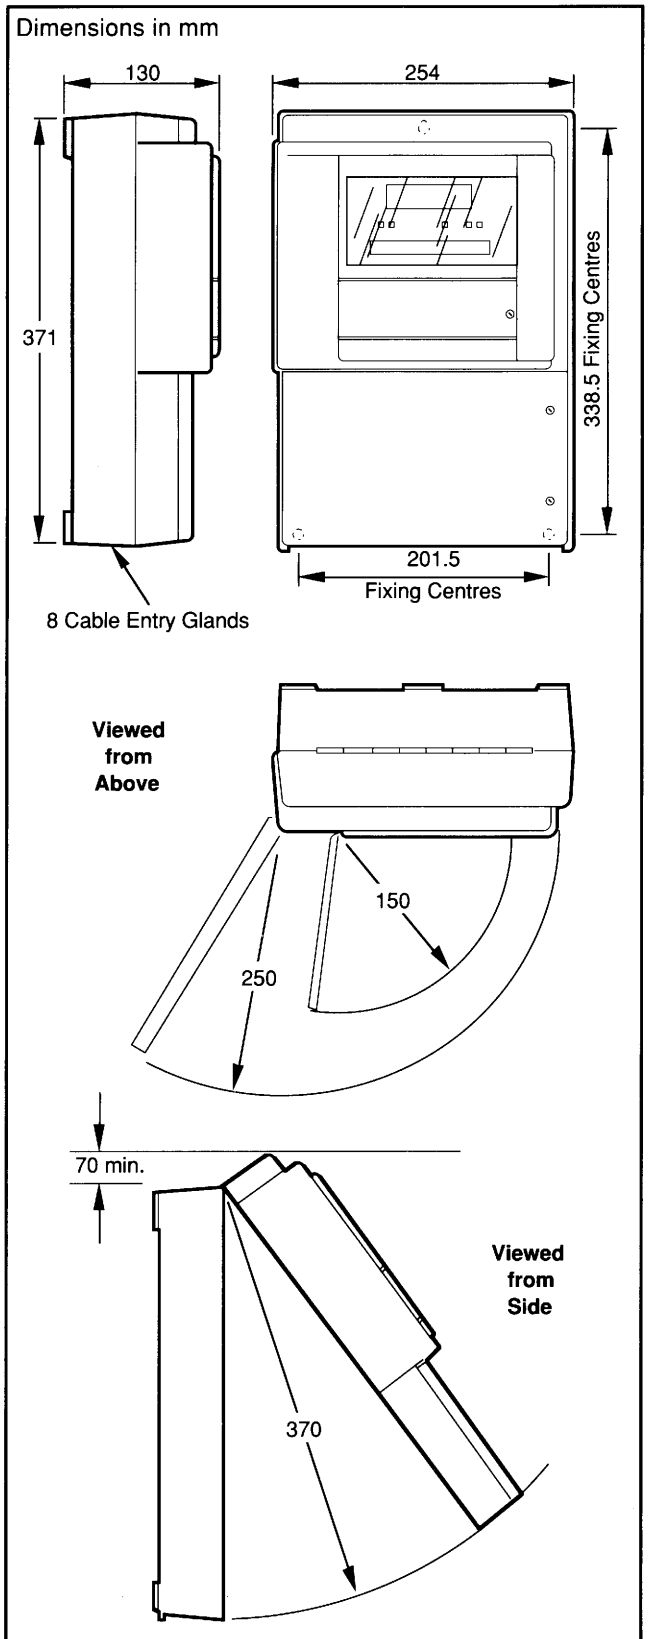
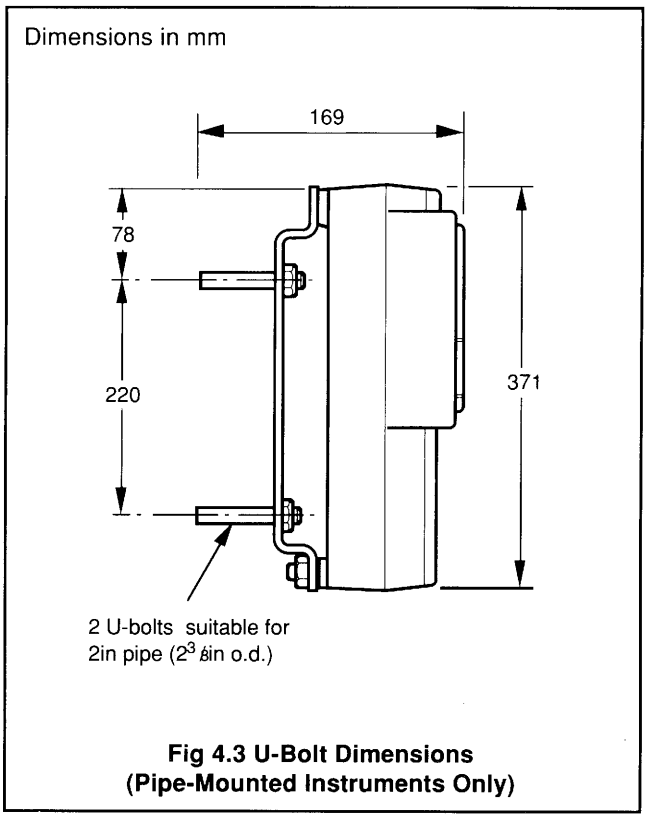

Fig 4.1 Common Overall Dimensions (Wall-/Pipe-Mounted Instruments)
Fig 4.3 U-Bolt Dimensions (Pipe-Mounted Instruments Only)
4.1 Wall Mounting – Figs. 4.1 and 4.2
Overall dimensions are shown in Fig. 4.1
Ensure that sufficient head clearance is allowed for opening of the case (Fig 4.1).The instrument weighs approximately 4.5kg.
4.2 Pipe Mounting – Figs. 4.1,4.3 and 4.4
Overall dimensions are shown in Fig. 4.1 (previous page) and U-bolt dimensions in Fig. 4.3. In addition to the pipe-mounting kit (supplied), two M6 x 20 cheesehead screws, with suitable nuts and washers, are also required. The instrument weighs approximately 4.5kg.